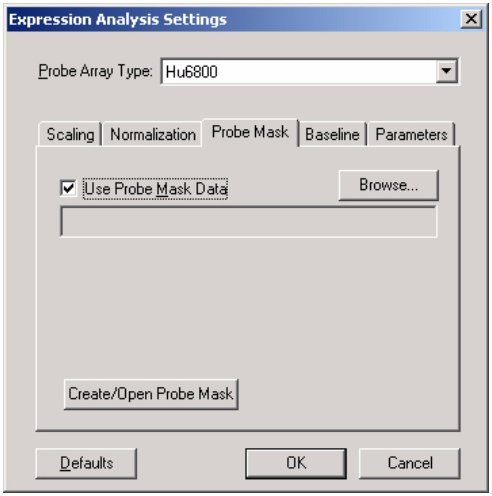

Figure G.28
1. In the Probe Mask tab, click **Create/Open Probe Mask** **(Figure G.28)**.